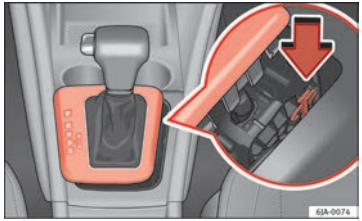

Fig. 107 Manual release of the selector lever
– Press the yellow plastic part with your finger in the direction indicated by the arrow ⇒ Fig. 107. ▶